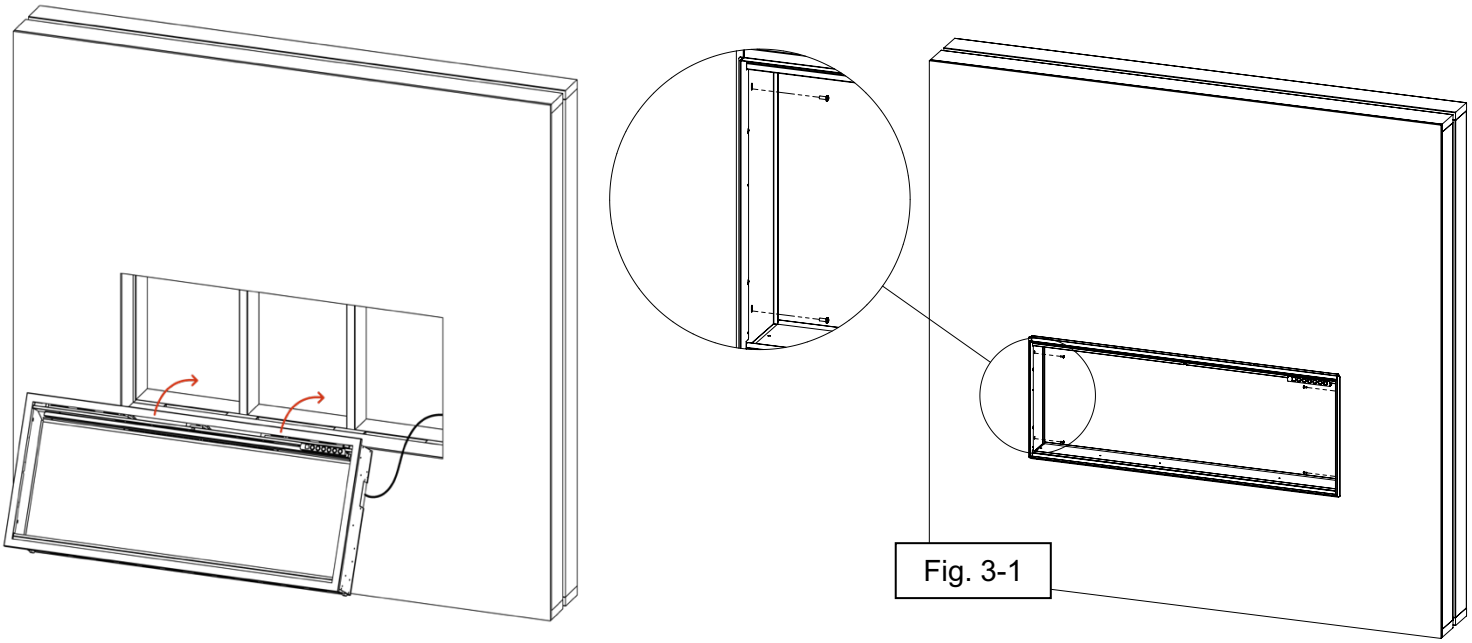

Fig. 3-1
- Install the appliance into the prepared opening and then secure it by installing four mounting screws supplied in hardware kit (A) into the slots on the inside of the fireplace (two per side) (Fig. 3-1).